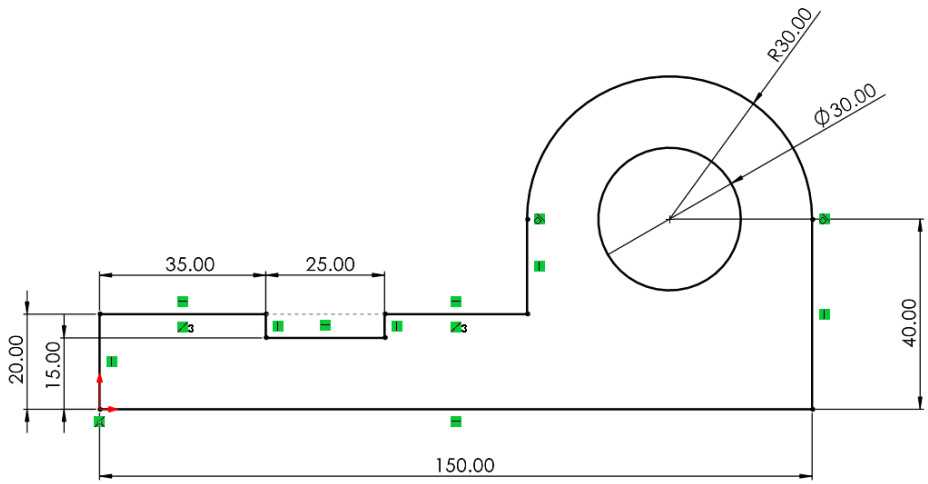

Figure 2-77 *Sketch after dimensioning*
17. Place it at a suitable location; the **Modify** dialog box is displayed. Enter **35** in this dialog box and press Enter. You will notice that the sketch is fully defined, refer to Figure 2-77.